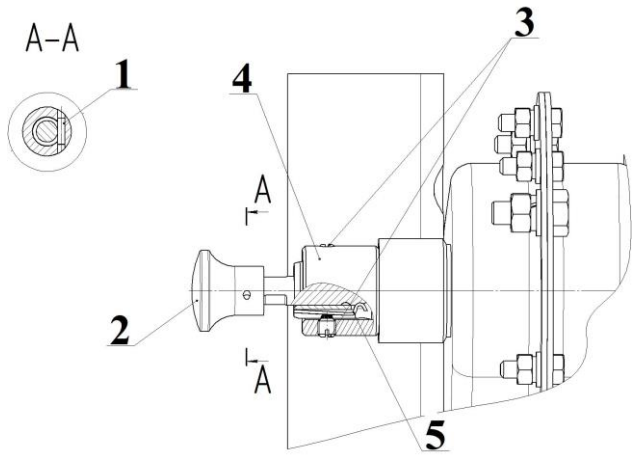
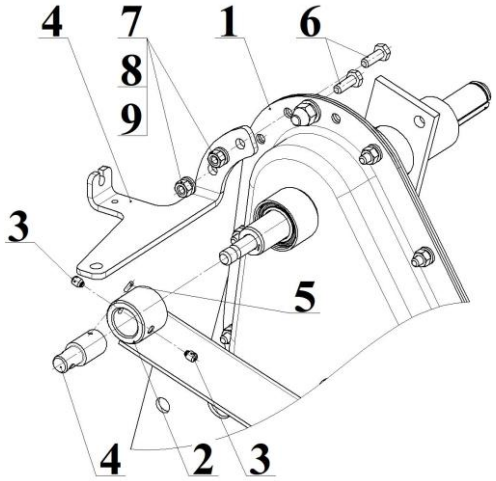

Рисунок 1 – Демонтаж ручки переключения передач
Рисунок 4 – Сборка редуктора мотоблока
2.1.2 Демонтируйте ручку переключения передач с редуктора мотоблока (рисунок 1). С помощью оправки и молотка выбейте штифт 1 и снимите ручку 2. Раскрутите стопорные винты 3 и снимите втулку 4 с пружиной 5.
а) установите втулку 2 и зафиксируйте стопорными винтами 3 (рисунок 4). Пружину 5 (рисунок 1) не устанавливать.
2.1.19 Установите втулку 2 и зафиксируйте стопорными винтами 3 (рисунок 4). Пружину 5 (рисунок 1) не устанавливать.